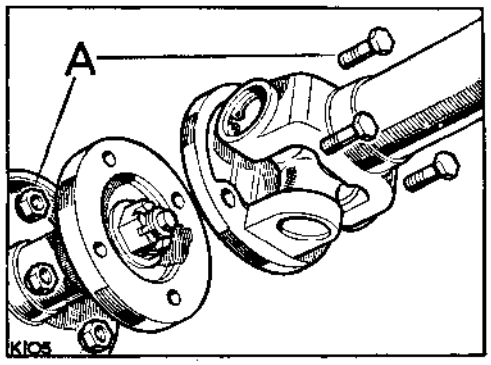

**Fig. C1-45. Propeller shaft for front axle**
15. Connect the front propeller shaft to the gearbox, see Fig. C1-45.